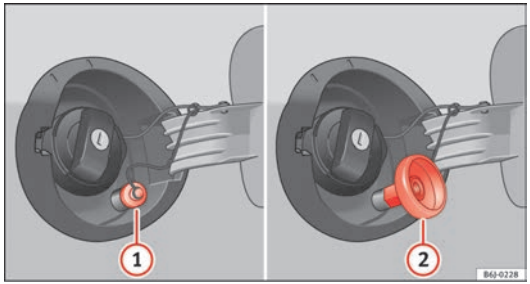

Fig. 120 Fuel tank open with LPG filler neck and adapter.
– Unscrew the cap of the gas filler neck ⇒ Fig. 120 (1).
– Screw the required adapter ⇒ Fig. 120 (2) on the gas filler neck (1).
– Unscrew the adapter ⇒ Fig. 120 (2).
– Screw on the cap of the gas filler neck ⇒ Fig. 120 (1).